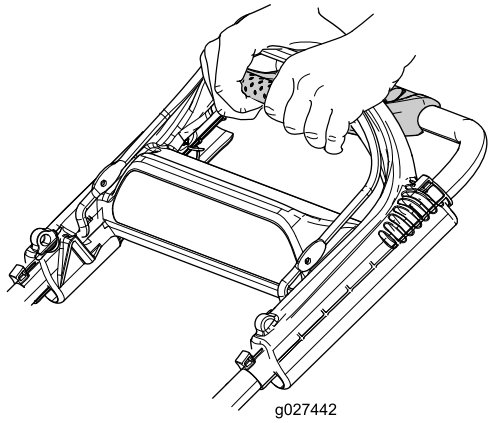

Figura 16
1. Estire los dedos hacia adelante y agarre las esquinas del manillar de tracción asistida (Figura 16).